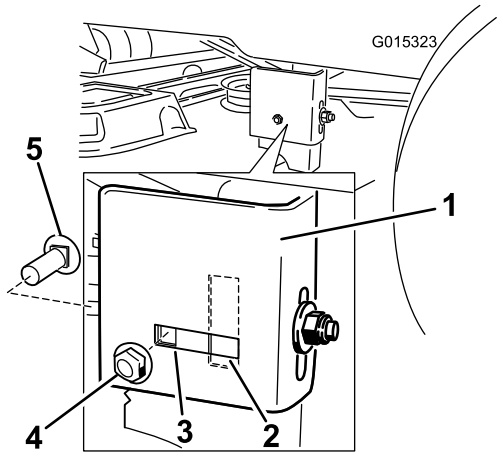

Figur 59
7. Gå til venstre side af maskinen. Fjern sidebræddebolten og låsemøtrikken fra den faste position og placer dem i den bageste, rillede position (Figur 59).